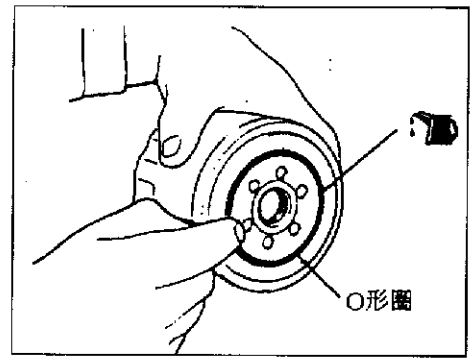

图 3-4-2
① MB991396 或类似的工具(使用 MD135737 机油滤清器时)。
②市上出售的工具(使用 MD332687 机油滤清器时)。
(6)在新的机油滤清器的 O 形圈上涂少量机油。如图 3-4-2 所示。